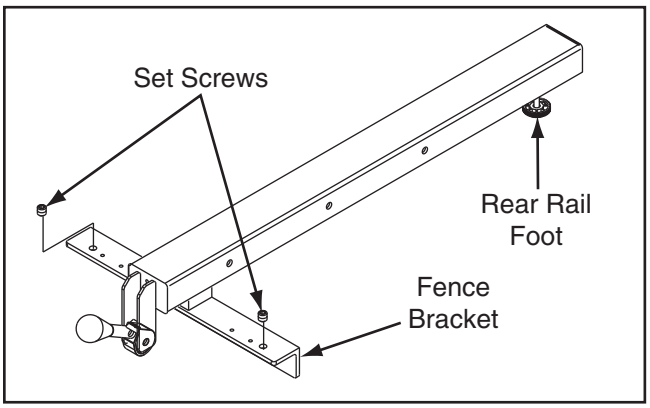

Figure 129. Fence components used to adjust fence height and squareness to table.
3. Adjust the set screws (**Figure 129**) on top of the fence bracket to ensure the fence face is 90° to the table.
Note: *If the front end of the fence needs to be adjusted up or down, use the set screws from* ***Figure 129****; however, turn them in even increments and recheck the squareness afterwards.*